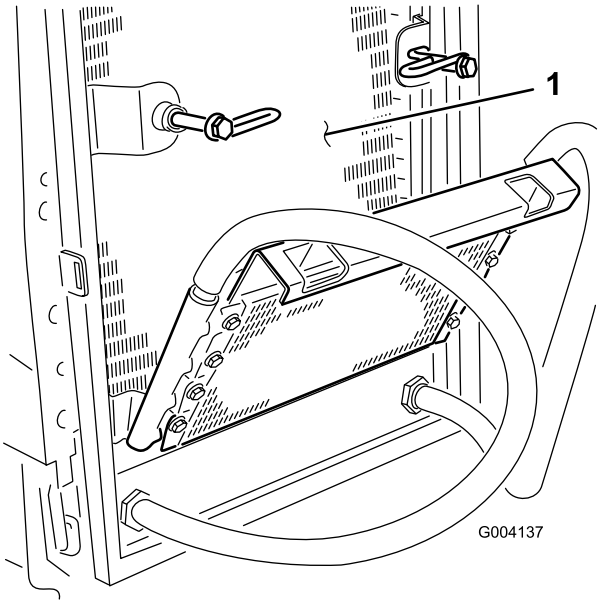

Figuur 50
7. Reinig de radiateur met perslucht met lage druk (3,45 bar). Doe dit vanaf de ventilatorzijde van de radiator (geen water gebruiken). Reinig vervolgens de voorkant van de radiateur en doe dit ook vanaf de ventilatorzijde. Maak beide kanten van de oliekoeler grondig schoon. Nadat u de radiateur en oliekoelers grondig hebt schoongemaakt, dient u met perslucht het vuil te verwijderen dat zich kan hebben opgestapeld op andere onderdelen van de machine (Figuur 50).